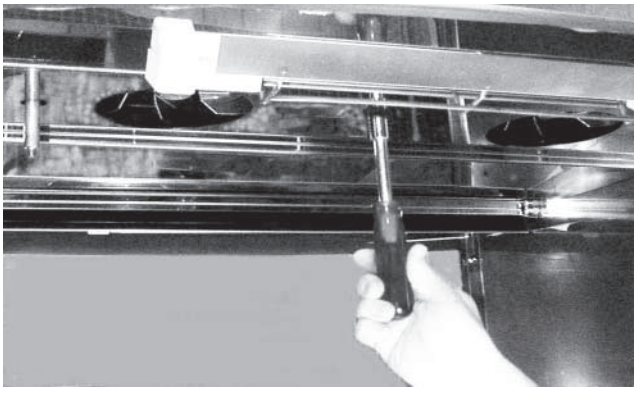

Fig. 55
10. Swing element cover up until all 3 studs protrude through cover. Reinstall element cover: Tighten center nut using a 7/16" nutdriver (Fig. 55).